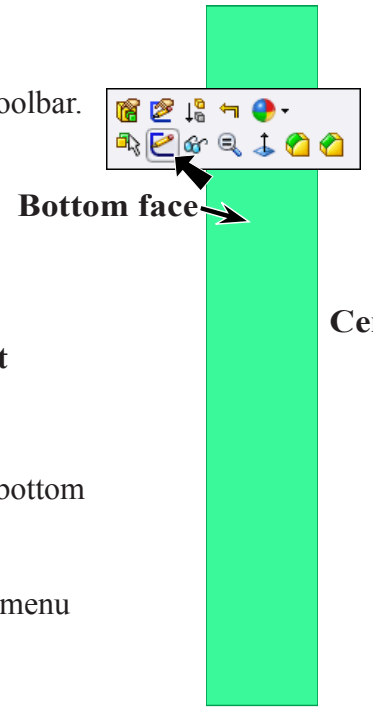

Fig. 15
Step 2. Click the **bottom face** of the body and click **Sketch** on the Content menu, **Fig. 15**.